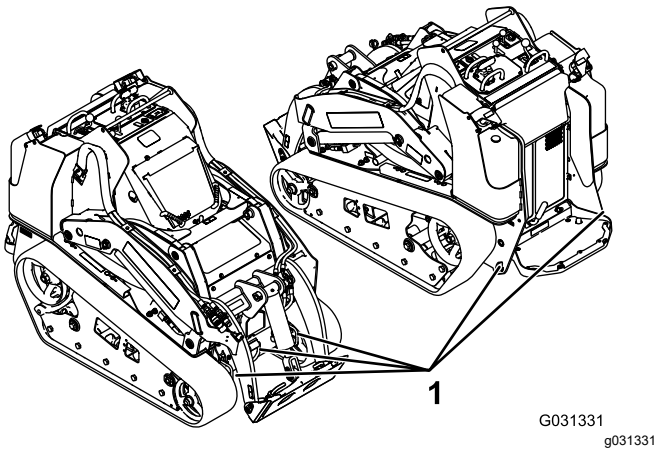

**Rysunek 29**
8. Zamocuj maszynę do przyczepy lub ciężarówki za pomocą pasów, łańcuchów lub lin, mocując je do metalowych uch na maszynie (Rysunek 29). Zastosuj się do obowiązujących przepisów określających wymogi dotyczące mocowania maszyny.
Maszynę można unieść za pomocą uch mocujących/do podnoszenia, stanowiących punkty podnoszenia, patrz Rysunek 29.